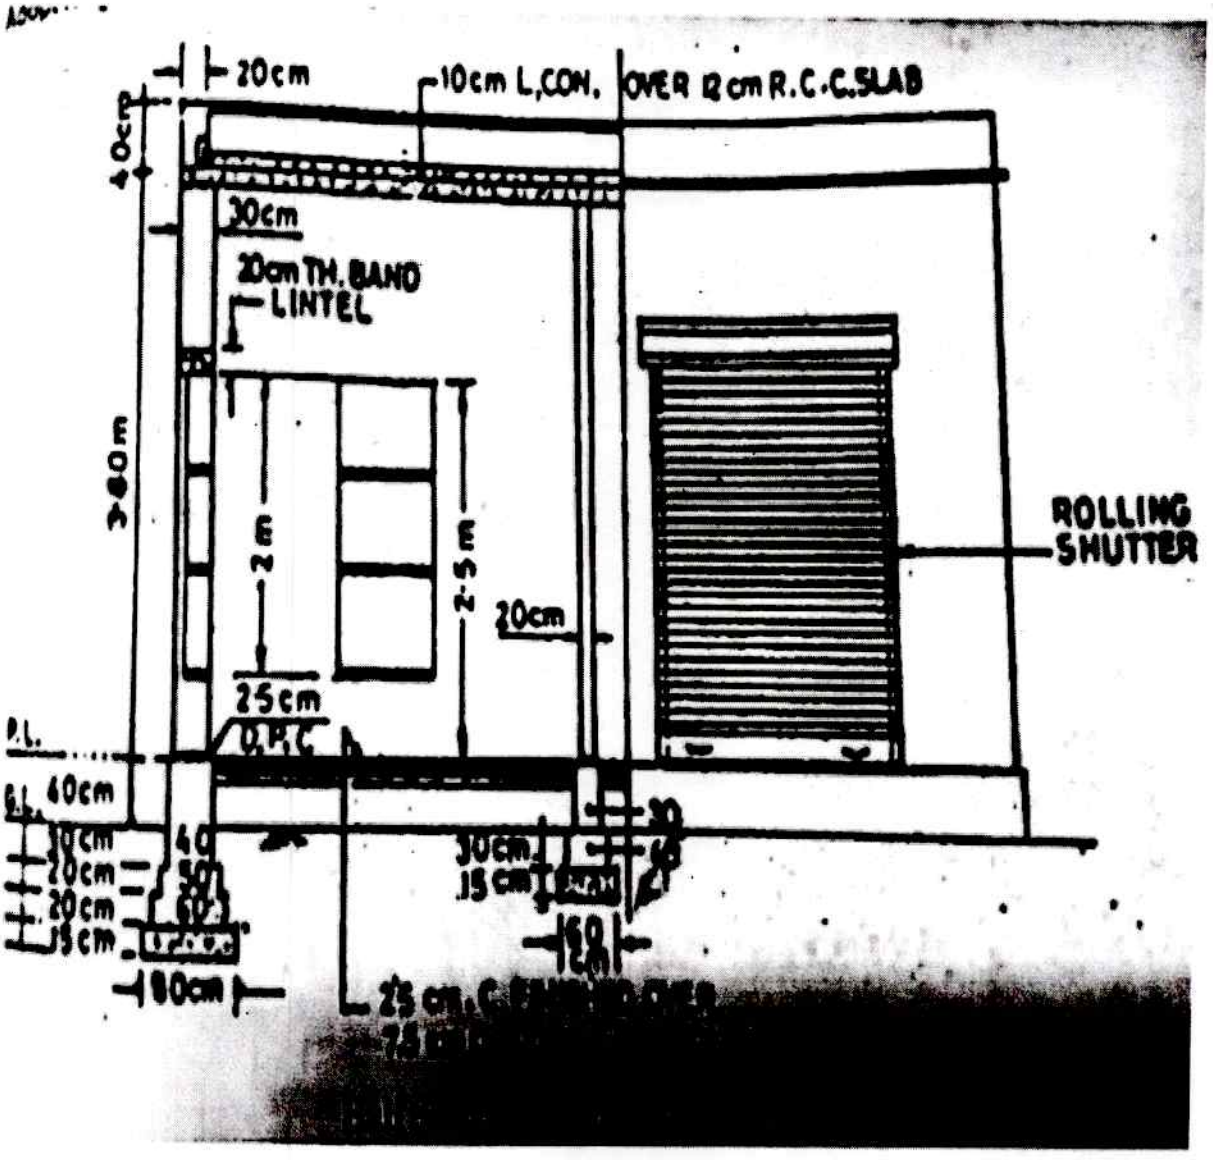

Figure 1.(a)
2. Prepare quantities for the following items of work by using any one method from the drawing shown the figures 1. (a) and (b),